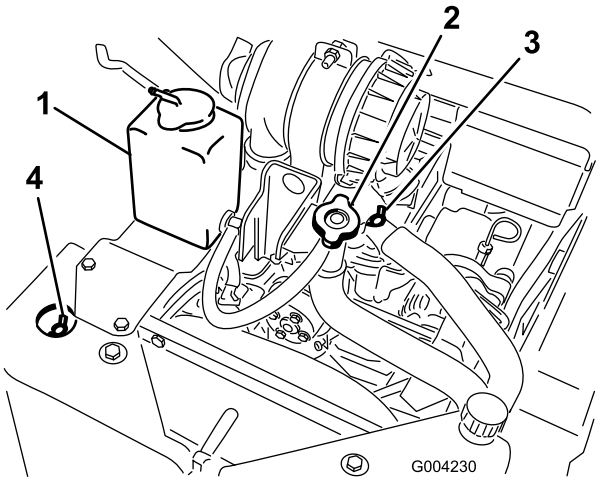

Figuur 20
A. Verwijder de dop van de koelvloeistoftank (Figuur 20).
B. Open de ontluchtingsventielen aan de voorzijde en bovenzijde (Figuur 20).
C. Giet koelvloeistof in de vulbuis tot de vloeistof er bij het voorste ontluchtingsventiel uitloopt (Figuur 20).
D. Sluit het voorste ontluchtingsventiel (Figuur 20).
E. Giet koelvloeistof in de vulbuis tot de vloeistof er bij het bovenste ontluchtingsventiel uitloopt (Figuur 20).
F. Sluit het bovenste ontluchtingsventiel (Figuur 20).
G. Giet koelvloeistof in de vulbuis tot het vloeistofpeil in de vulbuis staat (Figuur 20).
H. Plaats de dop van de koelvloeistoftank terug (Figuur 20).
I. Vul koelvloeistof bij in de expansietank totdat het vloeistofpeil de Vol-streep op de zijkant van de tank bereikt (Figuur 20).